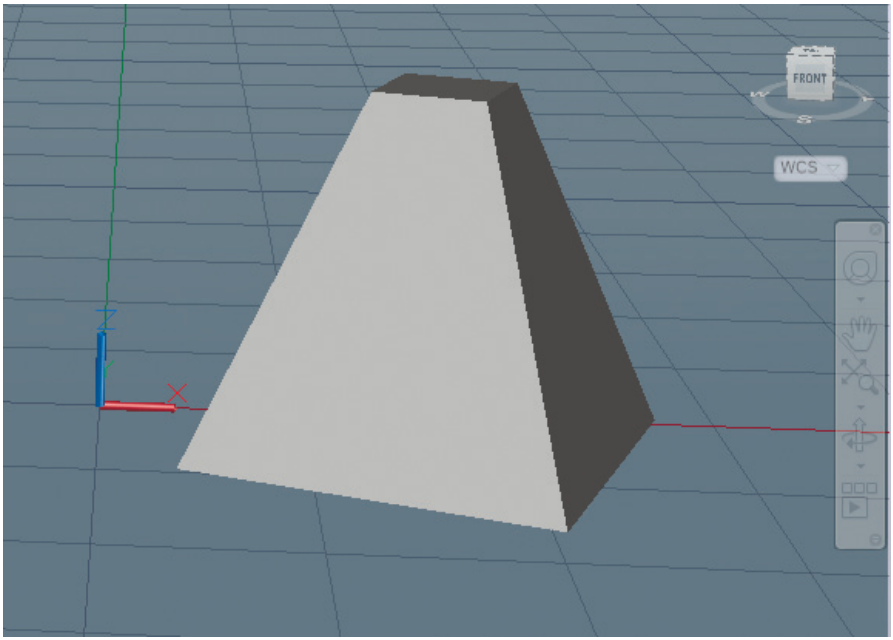

Рис. 19.20. Формирование твердотельной усеченной пирамиды
- `Top radius` – указывается верхний радиус пирамиды при создании усеченной пирамиды (рис. 19.20). При этом команда **PYRAMID** выдает следующие запросы: